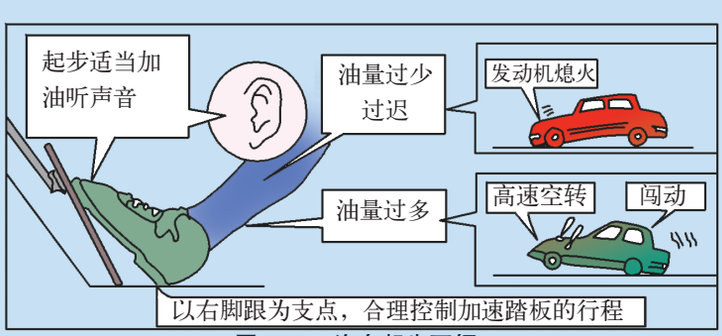

图 1.23　汽车起步要领
1. 操作顺序正确，动作规范，车辆起步迅速平稳，无闯车，不抖动，发动机无高速空转或熄火现象，如图 1.23 所示。